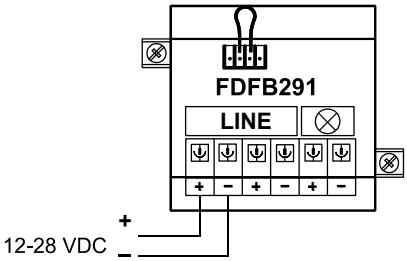

Fig. 1
1. Connect base to a 12 … 28 VDC source of voltage, e.g. a battery, according to connection diagram (Fig. 1).
1. Verbinden Sie den Sockel gemäß Anschlussschema (Fig. 1) mit einer Gleichspannungsquelle von 12 … 28 VDC, z. B. einer Batterie.
1. Raccordez l’embase suivant le schéma de raccordement (Fig. 1) à une source d'alimentation en tension continue 12 … 28 VDC, p. ex. une batterie.
1. De acuerdo con el diagrama de conexión (Fig. 1), conecte el zócalo a una fuente de tensión continua de 12 … 28 VDC, p. ej. a una batería.
1. Collegare la base in base allo schema di collegamento (Fig. 1) con una fonte di tensione continua di 12 … 28 VCC, ad es. una batteria.